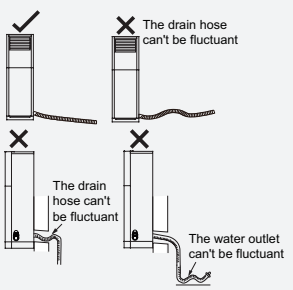

Fig.24
(2) Slant the drain hose slightly downwards. The drain hose can't be curved, raised and fluctuant, etc. (As show in Fig.24)